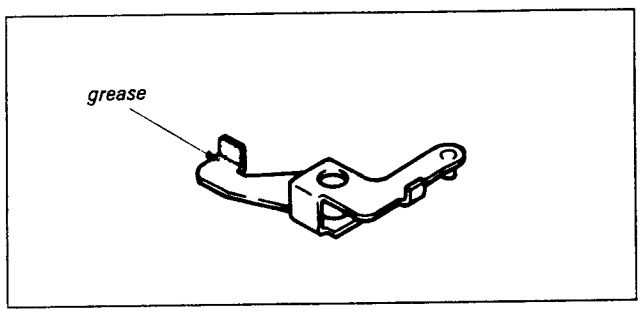

*Fig. 7-43.*
3) Mount hard brake (S) ⓯ and spring ⓱.
4) Apply grease. (See Fig. 7-43.)
7) Mount B release slider ⓾ and stopper washer ❾.
8) Mount REW brake assembly ❽.
9) Mount the two tension springs ❼.